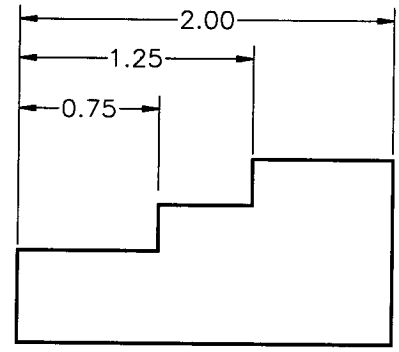

图7-19 练习3图，尺寸编辑之后
3) 按图7-19编辑尺寸标注，请使用 STRETCH、EXTEND和TRIM命令。